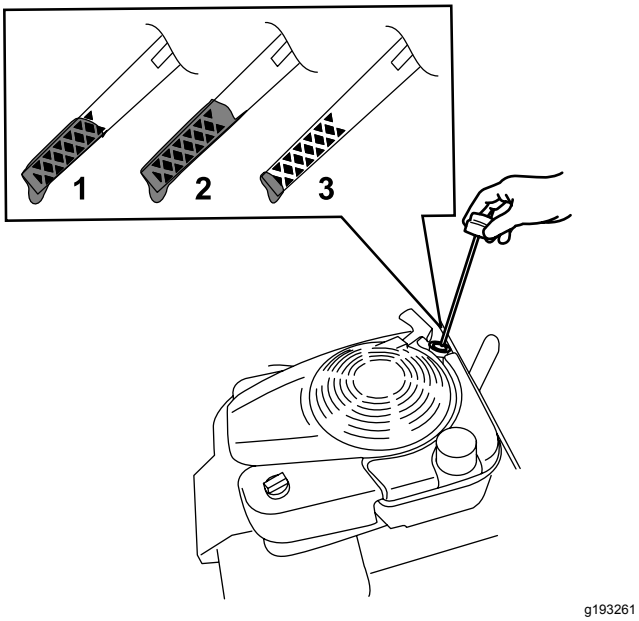

Figure 14
2. Tournez le bouchon dans le sens antihoraire et sortez la jauge (Figure 14).
5. Relevez le niveau d'huile indiqué sur la jauge (Figure 14).
- Si le niveau d'huile est trop bas, (Figure 14), versez avec précaution une petite quantité d'huile détergente SAE 30 ou SAE 10W-30 dans le tube de remplissage, attendez 3 minutes puis répétez les opérations 3 à 5 jusqu'à ce que le niveau d'huile correct soit atteint. Pour connaître le type d'huile, voir Vidange de l'huile moteur (page 22).
- Si le niveau d'huile est trop élevé (Figure 14), vidangez l'excédent d'huile jusqu'à obtention du niveau d'huile correct sur la jauge ; voir Vidange de l'huile moteur (page 22).